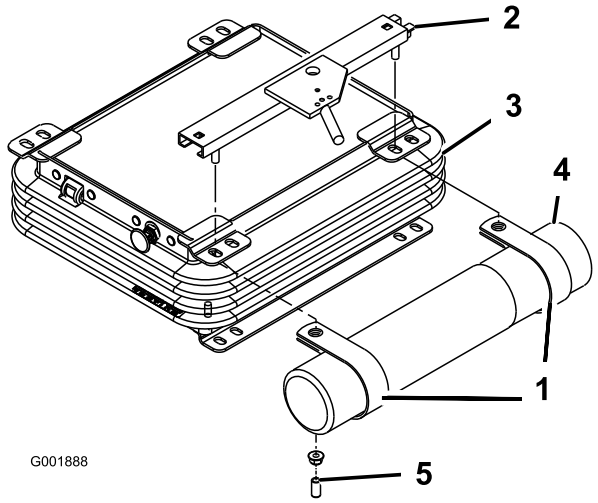

Figur 7
2. Fjern de to mutterne og vinyllokkene (dersom tidligere installert) som fester den øvre setebraketten til den venstre siden av seteopphenget (Figur 7).
3. Monter R-klemmene løst i setebrakettens bolter med de to mutterne som allerede er fjernet. (Figur 7). R-klemmene skal plasseres under seteopphengstappene.
4. Monter håndbokrøret på R-klemmene, og stram mutterne (Figur 7).